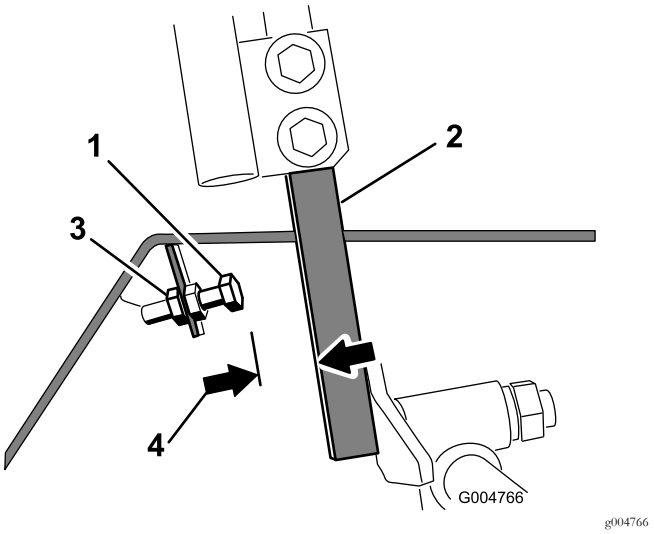

Figuur 58
4. Draai de contramoer op de aanslagbout voor een rijhendel los (Figuur 58).